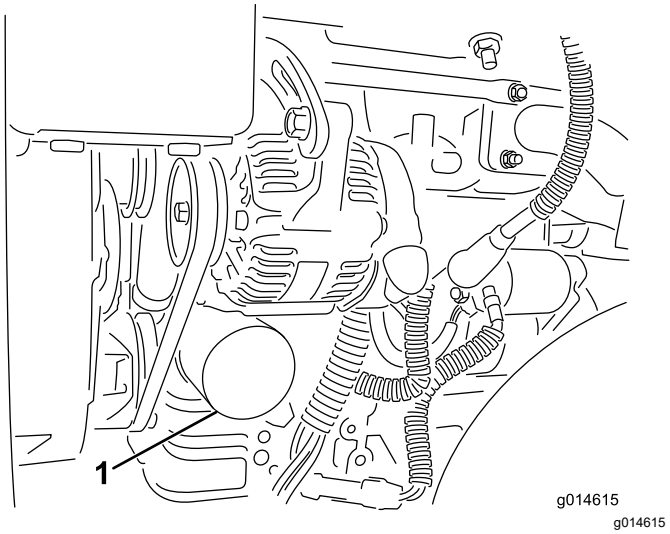

**Figur 33**
2. Fjern oliefilteret (Figur 33). Påfør et let lag ren olie på den nye filterpakning.